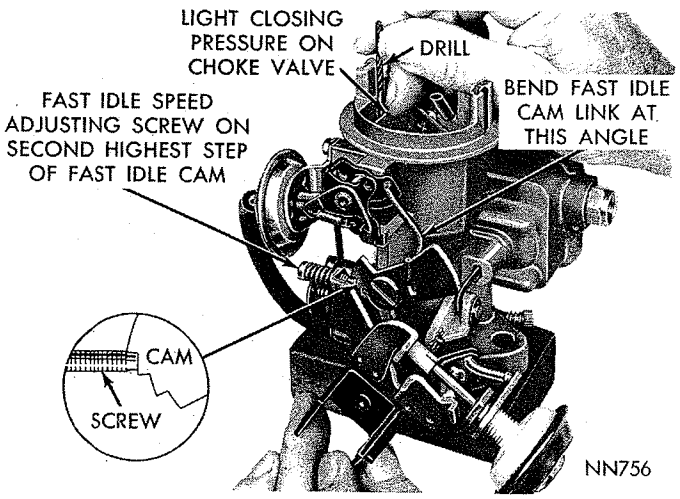

*Fig. 10—Fast Idle Cam Position Adjustment*
(1) With fast idle speed adjusting screw contacting step on the fast idle cam shown in (Fig. 10), move the choke valve toward closed position with light pressure. Insert a Number 52 drill between choke valve and the wall of air horn.
(3) If an adjustment is necessary, bend fast idle link at lower angle, using Tool T109-213, until correct valve opening has been obtained. Refer to (Fig. 10).